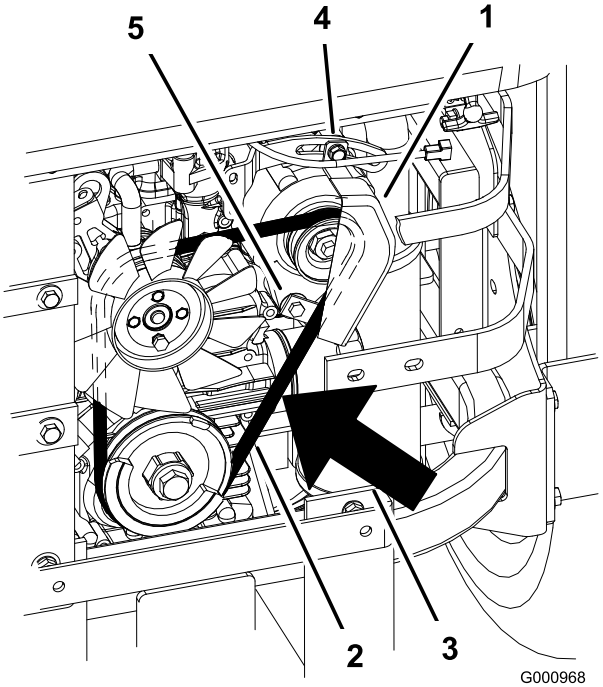

**Figuur 75**
2. Beweeg de wisselstroomdynamo naar buiten totdat de riem tussen de motor en de poelies van de wisselstroomdynamo een speling van 7 tot 9 mm heeft als deze wordt ingedrukt met een kracht van 10 kg (Figuur 75).
5. Als de speling correct is, draait u de onderste en bovenste bout vast (Figuur 75).